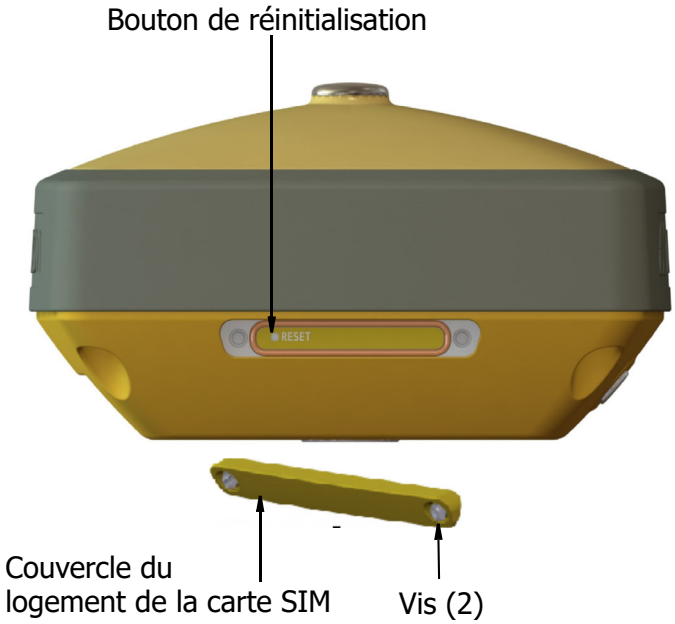

Figure 2-4: Retirer le couvercle du logement de la carte SIM
1. Enlever les deux **vis** à l'aide d'un tournevis à tête plate pour retirer la **trappe de la carte SIM** (Figure 2-4).